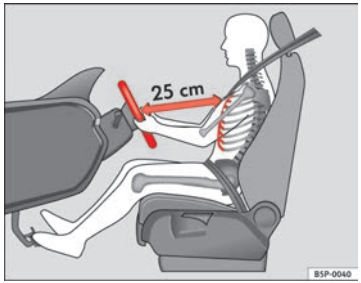

Abb. 1 Der richtige Abstand des Fahrers zum Lenkrad
– Stellen Sie das Lenkrad so ein, dass der Abstand zwischen Lenkrad und Brustkorb mindestens 25 cm beträgt ⇒ Abb. 1.
• Stellen Sie den Fahrersitz so ein, dass zwischen Ihrem Brustkorb und der Lenkradmitte ein Abstand von mindestens 25 cm vorhanden ist ⇒ Abb. 1. Beträgt der Abstand weniger als 25 cm, kann Sie das Airbag-System nicht richtig schützen.